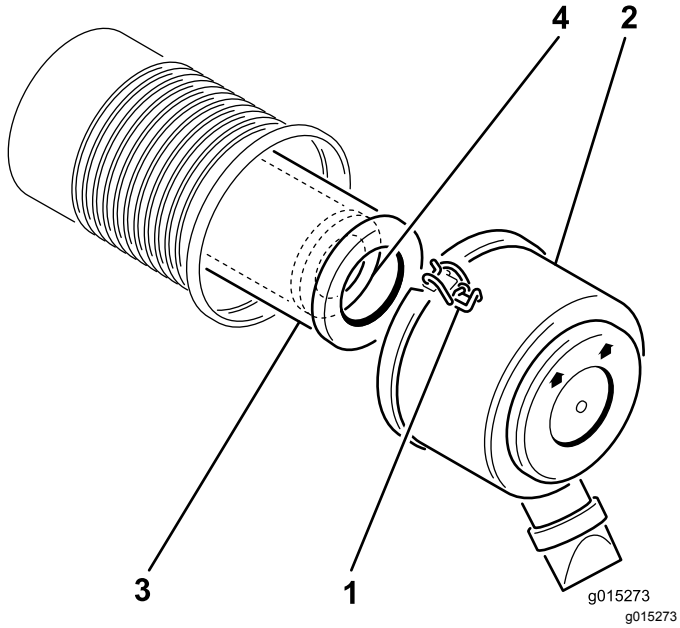

Figure 14
2. Desserrez les attaches qui fixent le couvercle sur le boîtier du filtre à air. Détachez le couvercle du boîtier (Figure 14).
4. Sortez le préfiltre du boîtier du filtre avec précaution (Figure 14).
2. Si vous remplacez l'élément de sécurité, insérez-le avec précaution dans le boîtier du filtre (Figure 14).
3. Placez ensuite le préfiltre sur l'élément de sécurité avec le même soin (Figure 14).
5. Reposez le couvercle du filtre à air, le côté portant l'inscription UP en haut, et verrouillez-le (Figure 14).